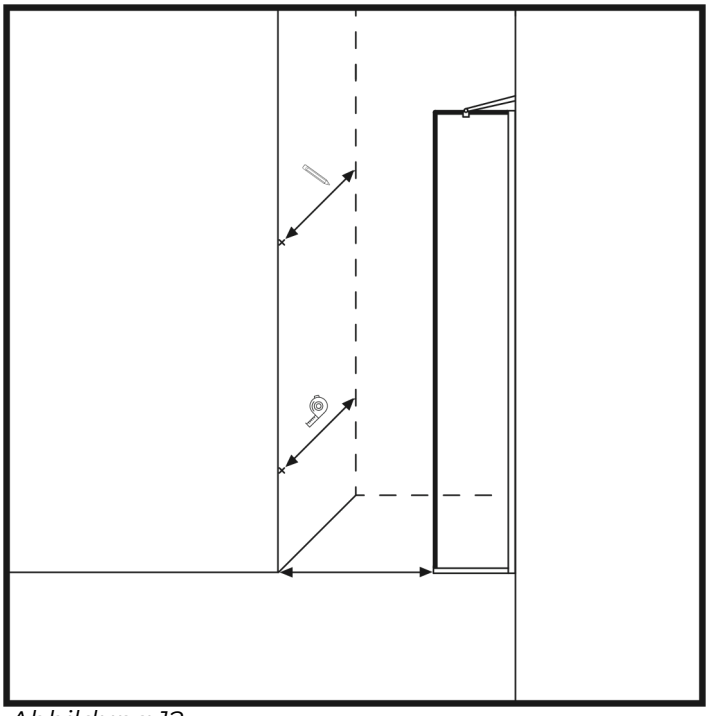
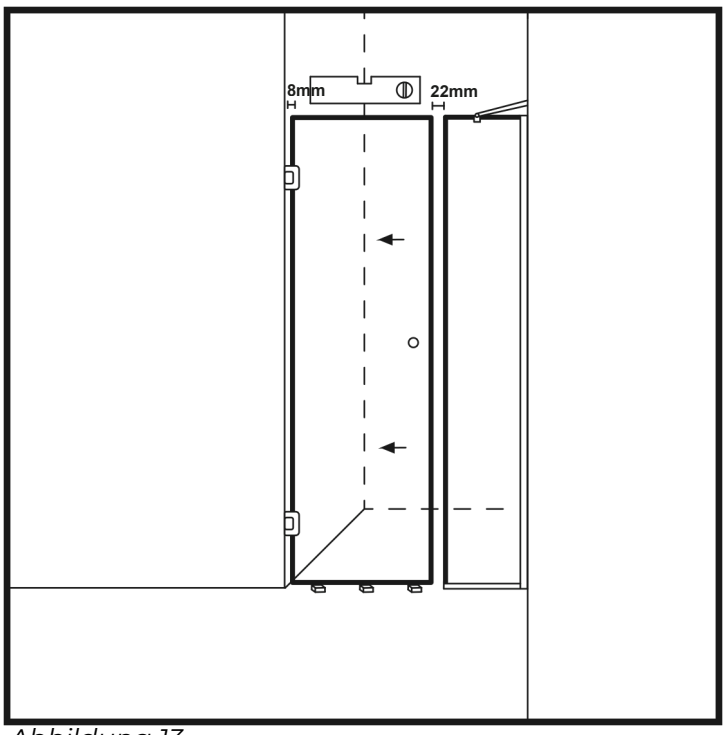

Abbildung 12
Abbildung 13
28. Messen Sie die erforderlichen Abstände von der Ecke der Wand und stellen Sie sicher, dass das Türglas parallel zum Wandglas ist. (Abbildung 12)
29. Legen Sie Holzblöcke auf den Boden (max. 10 mm Dicke), wo Sie das Türglas mit den Scharnieren abstützen können. (Abbildung 13)
31. Platzieren Sie das Türglas mithilfe einer Wasserwaage senkrecht an der Wand. Stellen Sie sicher, dass zwischen dem Glas und dem Rand des Bodens ein Abstand von etwa 10–13 mm besteht. Markieren Sie die Löcher an den Scharnieren (die Stellen der Dübellöcher) an der Wand und entfernen Sie das Glas. (Abb. 12 und Abb. 13)